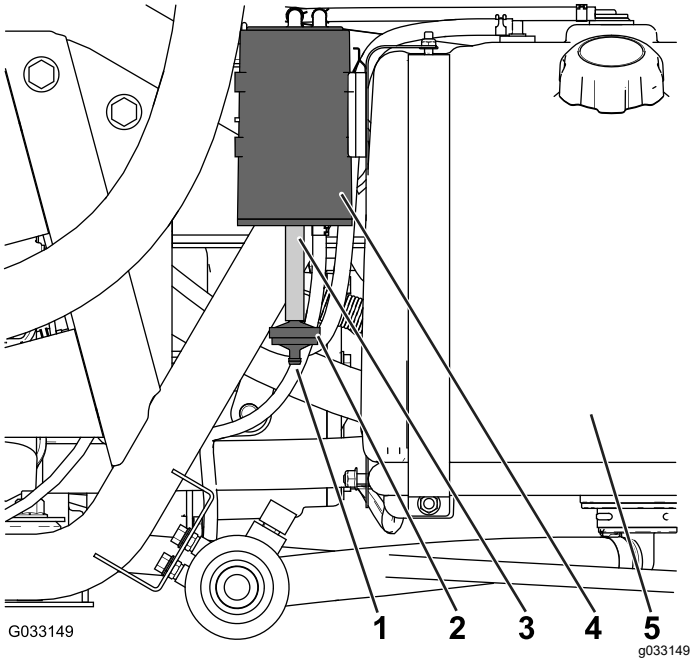

Figur 48
Kontroller åbningen i bunden af luftfilteret til kulfilterbeholderen for at sikre, at den er ren og fri for snavs og blokeringer (Figur 48).
1. Afmonter niplen med modhage på kulfilterbeholderens filter fra slangen i bunden af kulfilterbeholderen, og afmonter filteret (Figur 48).